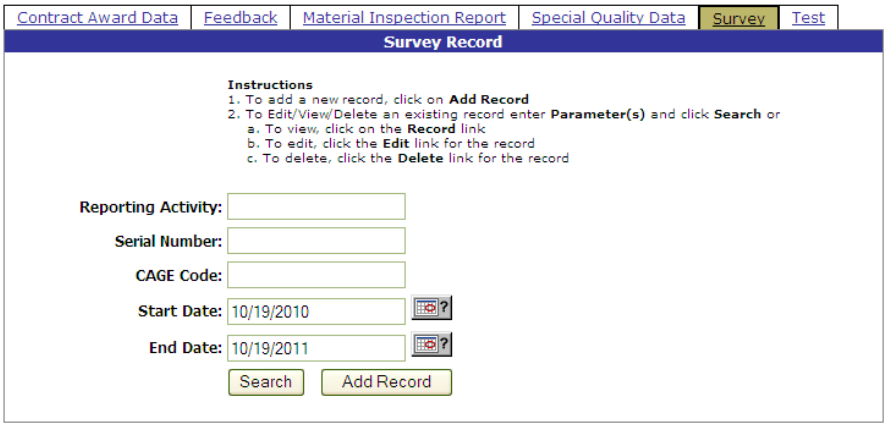

Figure 3.2
b. To enter the Survey module of PDREP, click on the Survey link on the PDREP Main Menu. The user is then automatically directed to the tabs shown in Figure 3.2.